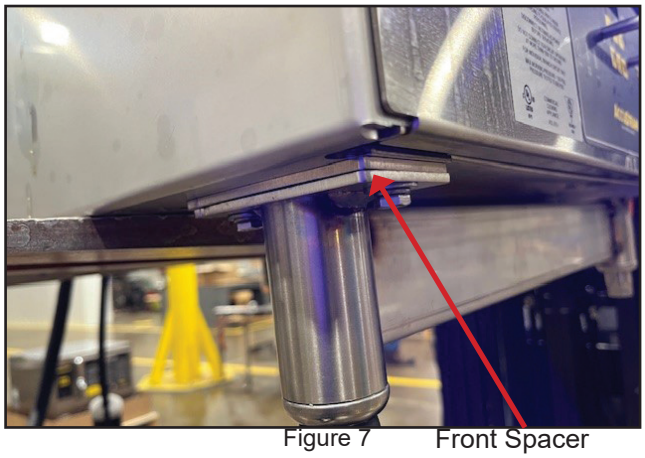

Figure 7
A. Insert the front spacers between the griddle and the stand (Figure 7), lining up the mounting holes. Using a 7/16 socket, secure hardware. Tighten to 75inlbs or 6.25 ftlbs.